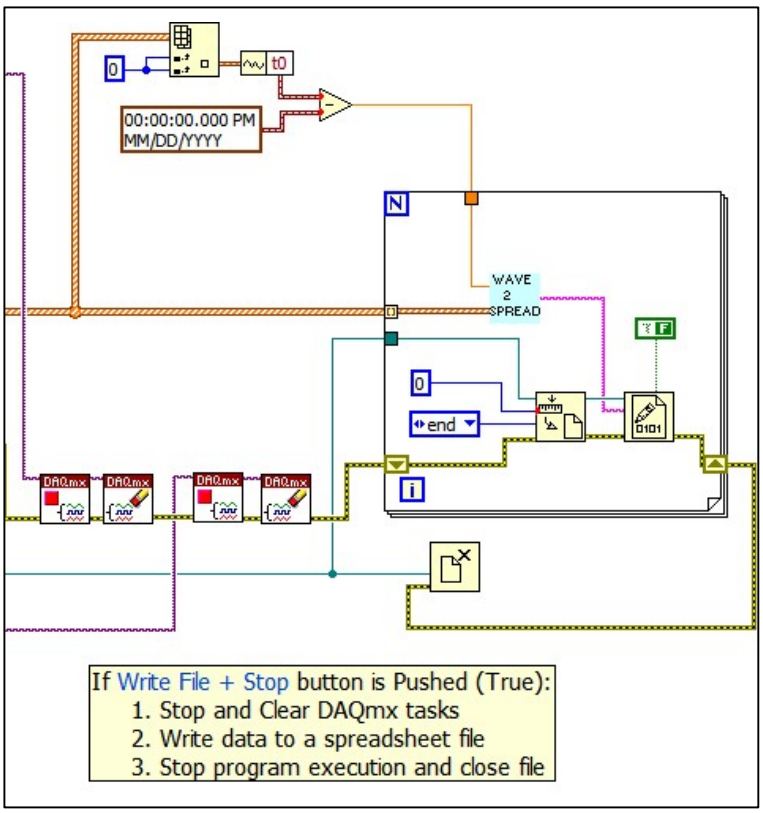

Fig. 6. Segment to Record Data and Stop Execution
- After the user clicks the ***Write File + Stop*** button, the ***"while loop" stops***, the ***input*** and ***output tasks*** are ***stopped*** and ***cleared***, the ***data*** is ***written*** to a spreadsheet file, and the ***file*** is ***closed***. Before converting the data to a spreadsheet format, the time values are modified so the ***first value*** in that data is ***zero***. This segment of the block diagram is shown in Fig. 6.